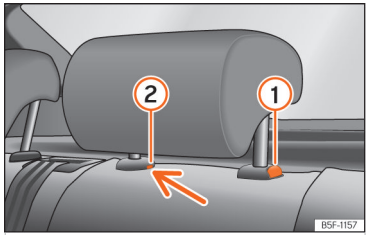

**Fig. 99** Rear head restraint: removal.
- Press button ››› Fig. 99 ①, while simultaneously pressing on the safety hole ② with a flat screwdriver a maximum of 5 mm wide, and remove the headrest.